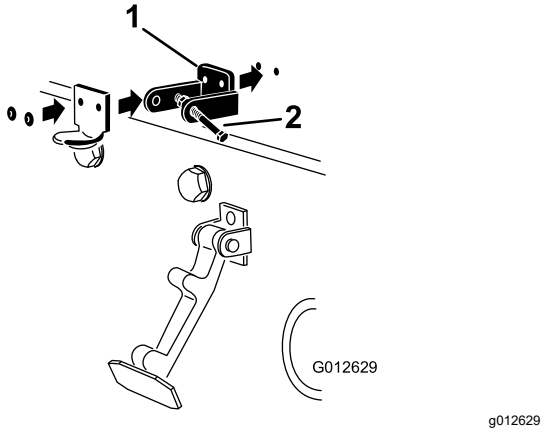

**Figuur 16**
**Opmerking:** De beugel van de vergrendeling moet zich tegen de motorkap aan bevinden (Figuur 16). Verwijder de bout en moer niet van de arm van de vergrendelbeugel.
5. Bevestig de beugels en de ringen met de popnagels aan de motorkap (Figuur 16).